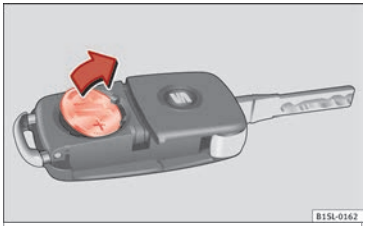

Afb. 128 Autosleutel: de batterij vervangen.
- Haal de batterij met een geschikt dun voorwerp uit het batterijvak ››› afb. 128.
- Plaats de nieuwe batterij in het batterijvak en druk hem aan zoals is aangegeven ››› afb. 128, in tegenovergestelde richting van de pijl ››› ⓘ.